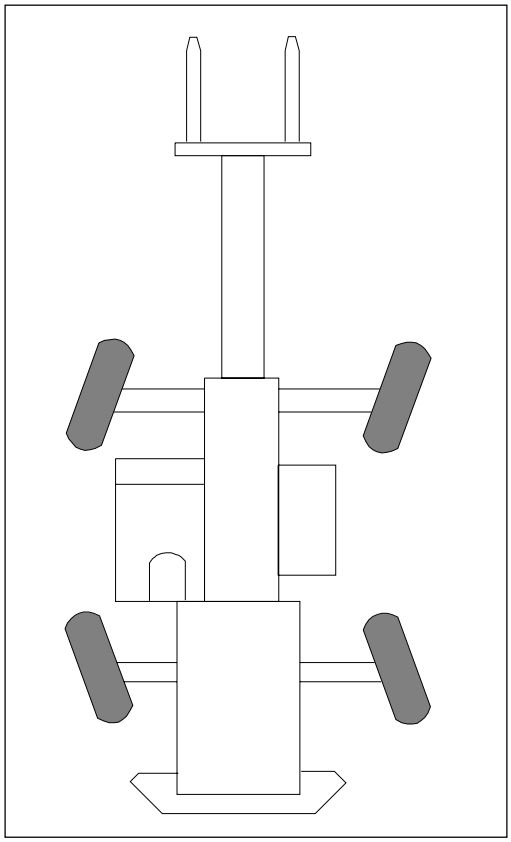

Figure 14. Four-Wheel (Crab) Steering Mode.
c. FOUR-WHEEL (CRAB) STEER. (Shown in Figure 14 on the folling page.) In this mode the rear wheels will turn in the opposite direction from the front wheels, providing the shortest turn radius. Do not use 4 wheel steer at speeds over 10 mph.